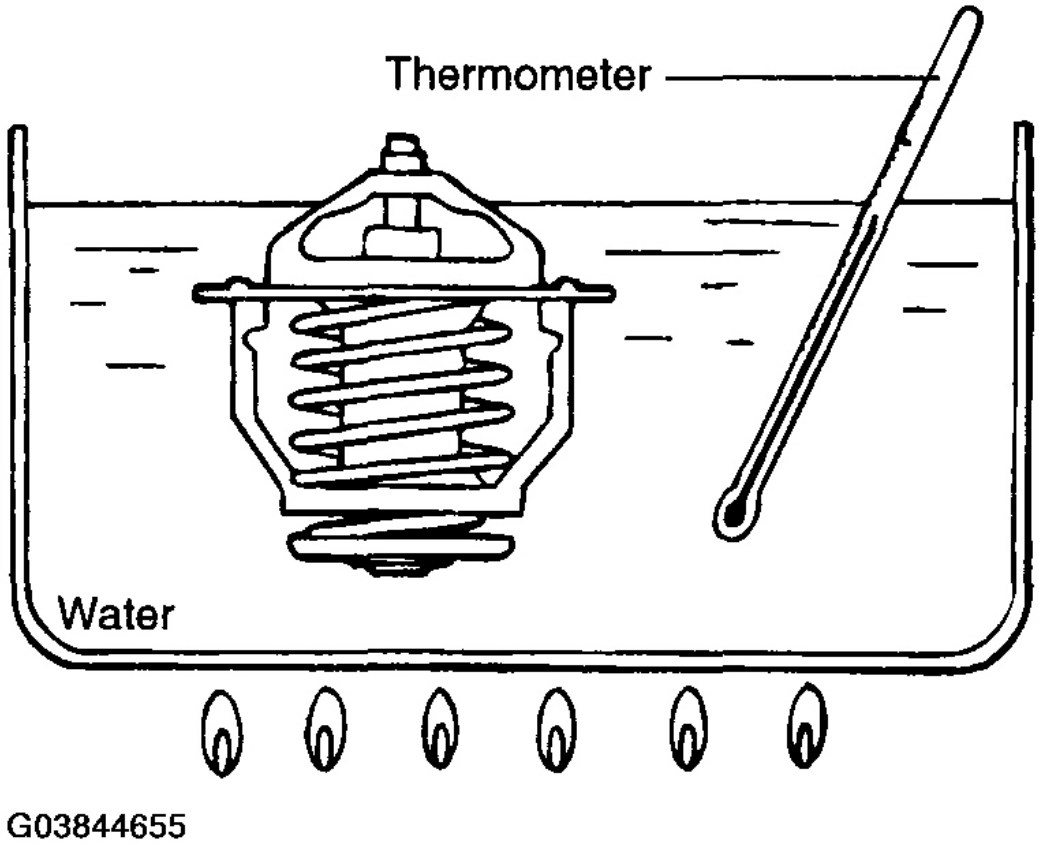

Fig. 130: Inspecting Thermostat Valve
1. Heat the thermostat as shown in **Fig. 130** .